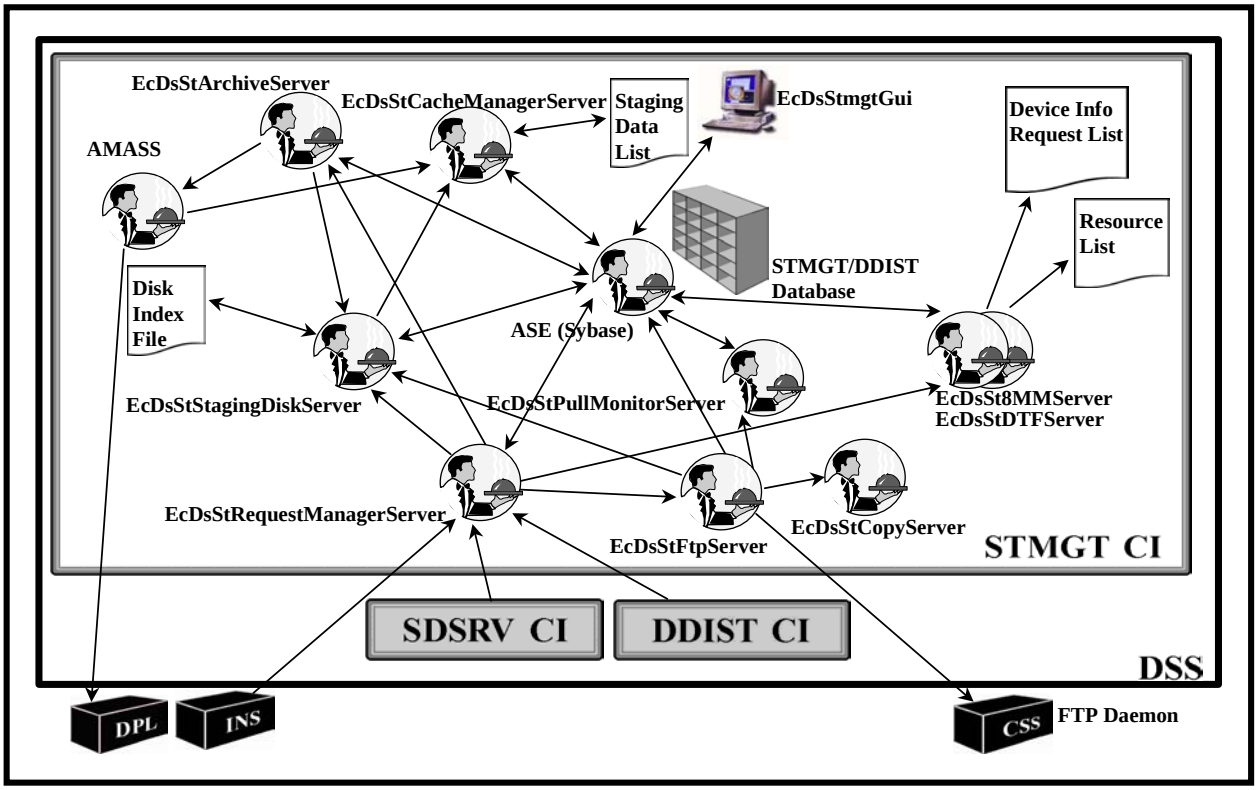

Figure 4. DSS Storage Management (STMGT) CSCI Architecture
- STMGT (Figure 4) is the part of the DSS that stores, manages, and retrieves data files on behalf of other parts of the Science Data Processing components (including Data Distribution).